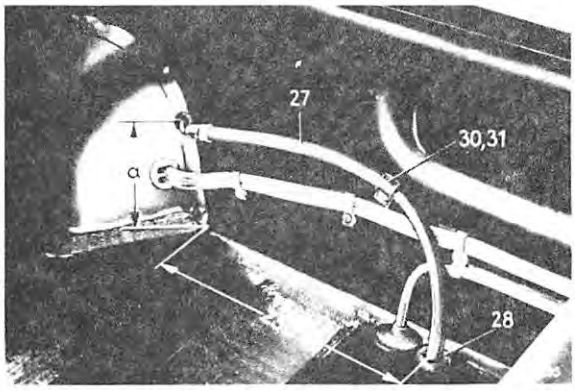

Fig. 3
10. Bore a hole of 20 mm dia. into the luggage compartment floor at a distance of 230 mm from edge of the protective cover of the filler neck and insert rubber grommet (28) (Fig. 3).
11. Bore a hole of 8 mm dia. into the protective cover of the filler neck at a distance of 115 or 125 mm, resp., from the luggage compartment floor (Fig. 3).
13. Mount the filler hose to the fuel tank and the rear center piece by means of parts items 29 to 31 (Fig. 3 and 4).